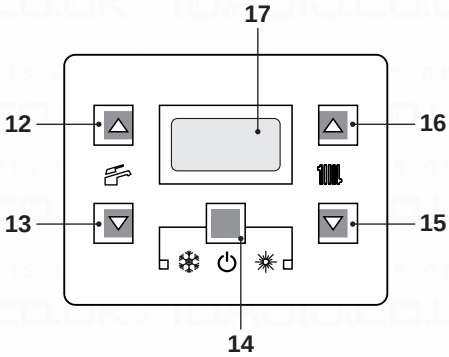
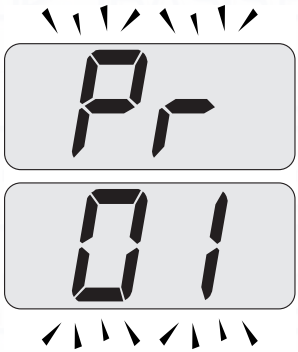
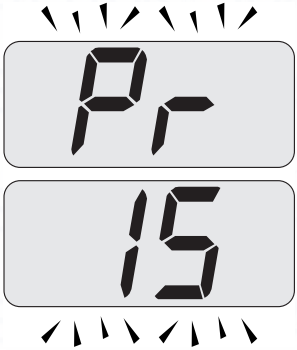

Fig. 7.17
Fig. 7.18
Fig. 7.19
- Enter in "programming mode" by pressing keys 14 - 15 - 16 (Fig. 7.17) for 10 seconds at the same time until the letters **Pr** that alternate with code 01 are displayed on the LCD display, indicating that "parameter **01**", has been activated (Fig. 7.18).
- Scroll the various parameters using keys 15 or 16 until the letters **Pr** that alternate with code **15** are displayed on the LCD display, indicating that "parameter 15" (Fig. 7.19) has been activated.
- Press keys 14 and 16 (Fig. 7.17) at the same time until the value of parameter 15 (Fig. 7.20) is displayed on the LCD display.
- By pressing key 14 (Fig. 7.17) confirmation of the inserted value is obtained.
- Press keys 14 and 15 (Fig. 7.17) at the same time to exit without changing the value (return to the parameters list Fig. 7.19).
- Press keys 14 - 15 - 16 (Fig. 7.17) at the same time for 10 seconds to exit the "programming mode".
However, if the ambient temperature is not comfortable, the flow temperature of the heating plant can be increased or reduced by ± 15°C by acting on keys 15 (reduce) and 16 (increase) (Fig. 7.17).